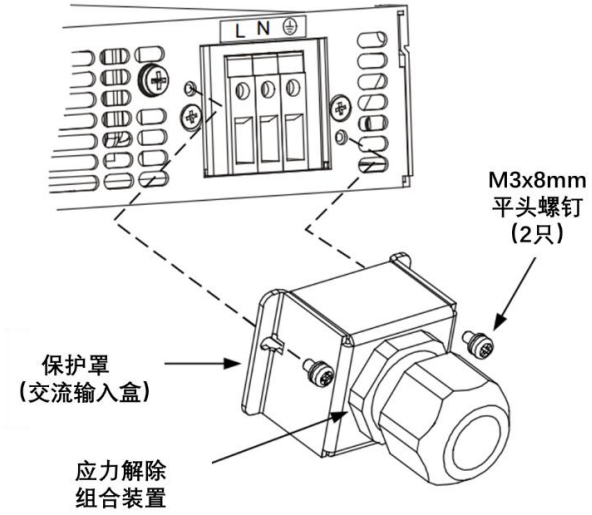

图 3.2 交流输入连接固定
- 在盖板内布置导线，使其免受挤压。使用随附的 M3x8mm 平头螺钉将盖板固定到设备上，通过 4.8 英寸/磅的扭矩把输入盒与设备紧固在一起。请参考下图 3.2。